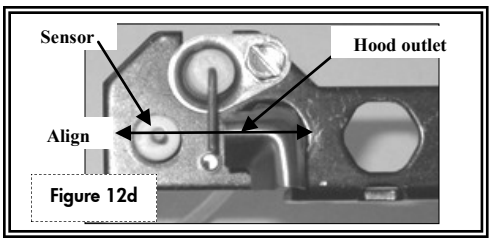

Figure 12d
1. Remove (2) screws securing pilot assembly to pilot bracket. Place 7/16" wrench on upper fitting and 1/2" wrench onto lower fitting, turn pilot hood nut counter-clockwise to remove pilot hood.
3. Re-attach pilot hood. Tighten with wrenches, making sure pilot hood is positioned as shown in Figure 12d. Final alignment of sensor and hood outlet is critical for proper ignition.